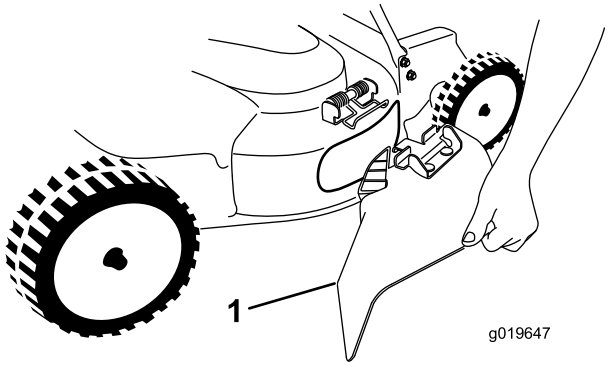

Figur 27
5. Monter sideutslippssjakten (Figur 27) ved a trekke på fjæren, plassere sjakten over åpningen og senke fjæren over tappene på toppen av utslippssjakten.